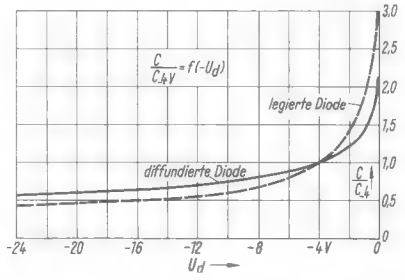

Bild 11. Vergleich des Verlaufes von Kapazitäts-Kennlinien von diffundierten und legierten Kapazitätsdioden
Um den durch die Gleichungen (6) und (7) beschriebenen unterschiedlichen Kapazitätsgang von der Legierungsdiode und der Diffusionsdiode besonders darzustellen, sind in *Bild 11* die beiden Kapazitätsfunktionen normiert auf den Kapazitätswert bei $-U_d = 4$ V gemeinsam aufgetragen. Dabei bestätigt sich (6) für die Legierungsdiode, denn für ein Spannungsverhältnis $-1\,\text{V} : -10\,\text{V}$ ergibt sich ein Kapazitätsverhältnis von $1{,}9 : 0{,}6 = 3{,}16 = \sqrt{10}$; ebenso gilt ungefähr für die Diffusionsdiode (7), denn zu demselben Spannungsverhältnis von $-1\,\text{V} : -10\,\text{V}$ gehört dabei ein Kapazitätsverhältnis von $1{,}43 : 0{,}75 = 1{,}91 \approx \sqrt[3]{10}$ (genauer Wert wäre 2,15).